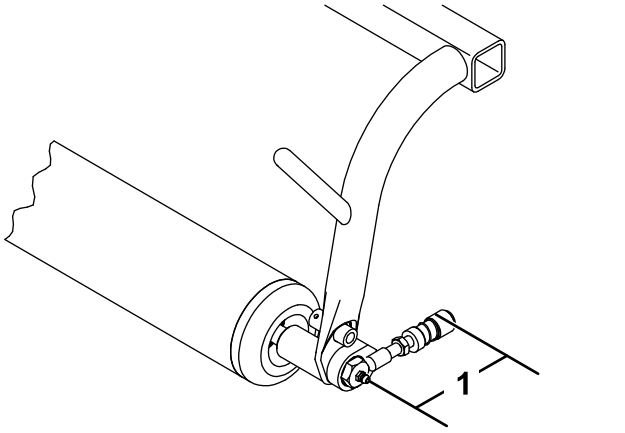

Figura 5
9. Ajuste o recetor da junta esférica de forma a que a distância entre o parafuso de lubrificação e a abertura do recetor da junta esférica seja de 9,1 cm e aperte a porca de retenção para o prender no sítio (Figura 5).